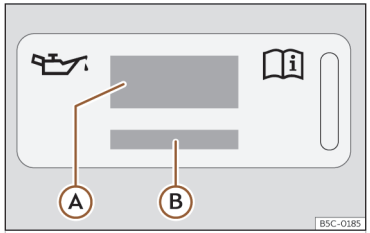
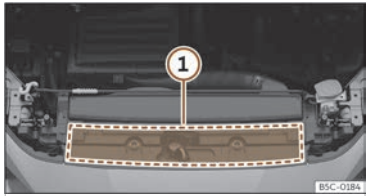

Fig. 233 In the engine compartment: engine oil label
Fig. 234 In the engine compartment: area where the engine oil label is located
Key to ››› **Fig. 233**:
If the engine oil has to be topped up, use one of the oils shown on the label ››› **Fig. 233**. The label with the prescribed standard is located at the front of the engine compartment ››› **Fig. 234** ①. If you use the recommended engine oil, you can top up the oil as often as necessary.
- If the label showing the engine oil specifications is missing >>> Fig. 233, please contact a specialist workshop.